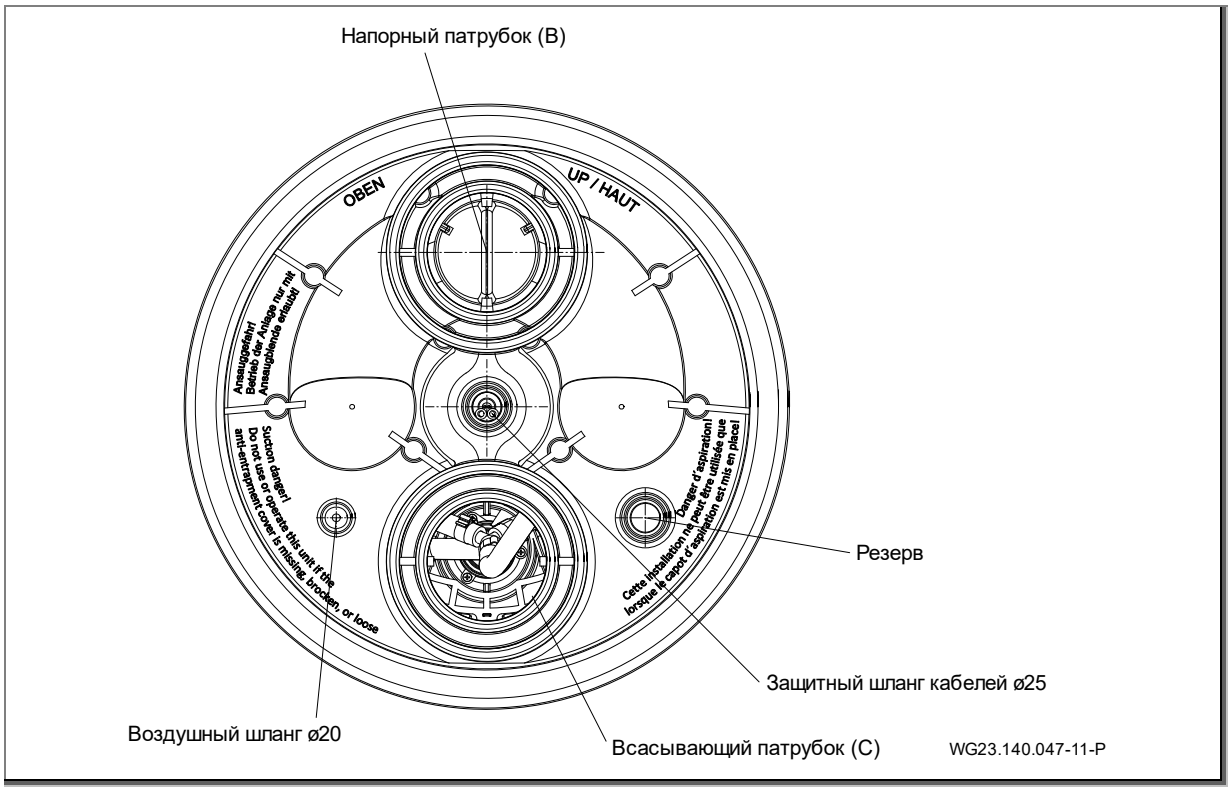

Рис. 17
1. Вклеить защитный шланг кабелей и наружный воздушный шланг. (Рис. 17)